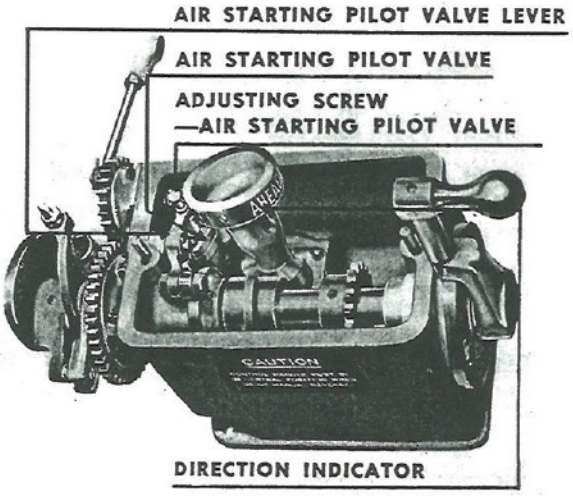

Fig. 143. Interior of Engine Control Box
b. Remove the two nuts holding the control box cover in place to expose the mechanism, shown in Fig. 143. The direction indicator is on the top of the direction indicator shaft. This shaft is in two parts connected with a tapered shear pin which is fitted into holes drilled in the socket at the top of the upper part of the shaft and in the upper part of the lower shaft. If the control indicator moves around without stopping, this shear pin is broken. Remove the shaft by pulling up both pieces of the shaft. Insert a new tapered pin. The two pieces of the shaft must be lined up so that the tapered pin will go into place by hand pressure. If it will not go in under hand pressure, the pin is being inserted from the wrong side. Turn it around.
box, as indicated in Fig. 143. The valve and valve spring are easily removed by taking out the two capscrews which hold on the top face plate. Clean out any dirt which may be between the valve and its seat, and look for signs of wear. If the valve or its seat is not true, seat the valve by using a fine grinding compound. Replace the valve stem and spring, the top plate, and reinstall the unit on the side of the control box wall. To operate the valve stem, push down a lever on the control handle. There is an adjusting nut at the end of this lever. After the valve is replaced, push the control handle over to the starting position. If the valve stem is not pushed all the way down, screw down on the adjusting nut until it is.